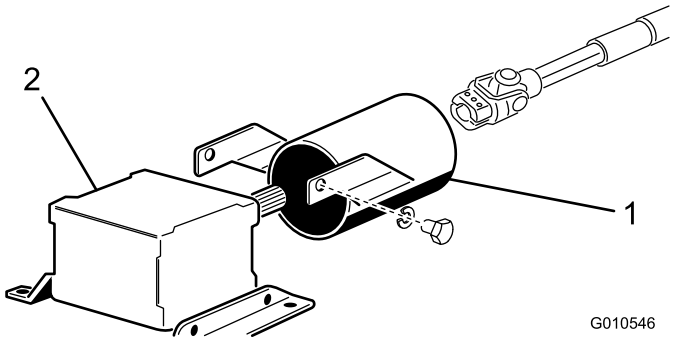

**Figuur 7**
1. Verwijder de 2 tapbouten en borgringen waarmee de montagebeugels van de aftakasbescherming aan de tandwielkast zijn bevestigd (Figuur 7).
2. Schuif de aftakasbescherming op de aftakas en plaats de bescherming zoals wordt getoond in Figuur 7.